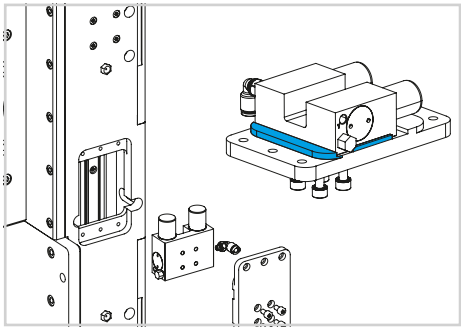

图 23
2) 将夹钳/制动器安装在板上，注意正确的方向，如图所示。在完全拧紧螺丝之前，将夹钳/制动器推到板上的基准面。如图所示，将空气插头装配到夹钳/制动器上（见图 23）。